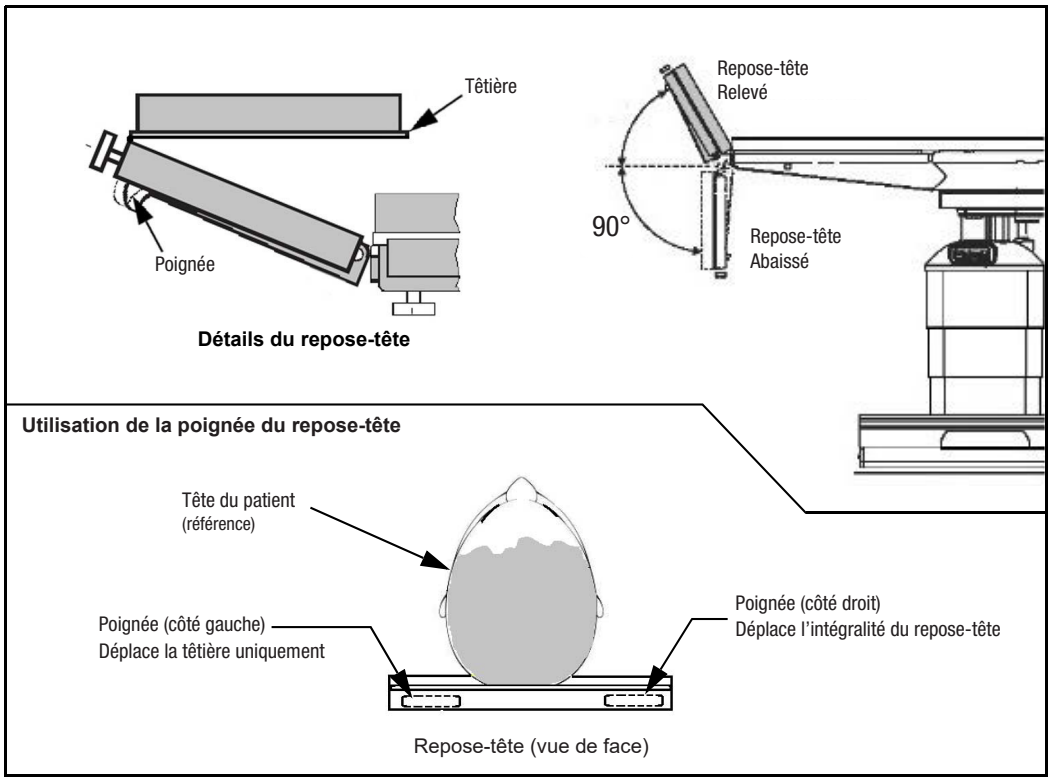

Figure 4-11. Réglage du repose-tête
REMARQUE : Pour des instructions sur le réglage du repose-tête, se reporter à la *Section 5, Utilisation de la table d'opération* et à la *Figure 4-11*.
1. **Desserrer complètement les deux vis de verrouillage situées sur le bord inférieur de l'armature du dossier (voir la *Figure 4-11*).**